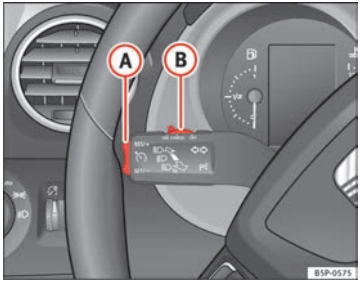

Fig. 150 Leva degli indicatori di direzione e degli abbaglianti: interruttore e tasto di comando del regolatore di velocità
– Spostare verso sinistra l'interruttore ⇒ fig. 150 (B), posizionandolo su **ON**.